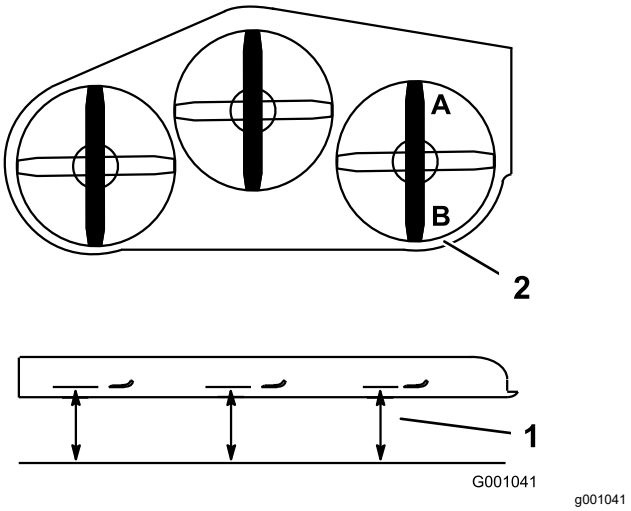

Figura 83
2. Coloque una cuchilla en posición longitudinal. Mida en las posiciones **A** y **B** desde una superficie nivelada hasta el filo de corte de los extremos de la cuchilla (Figura 83).